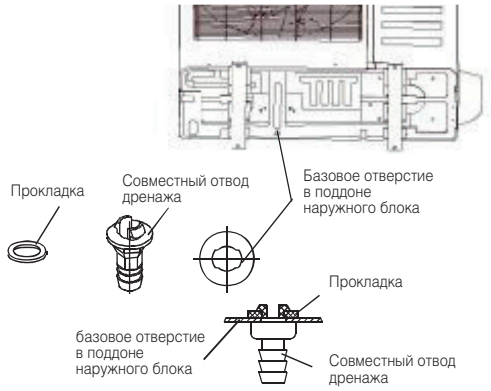

Рис. 7-2
- Наденьте уплотняющую прокладку на дренажный патрубок, вставьте патрубок в дренажное отверстие наружного блока, поверните патрубок на 90 градусов и зафиксируйте его (Рис. 7-2).